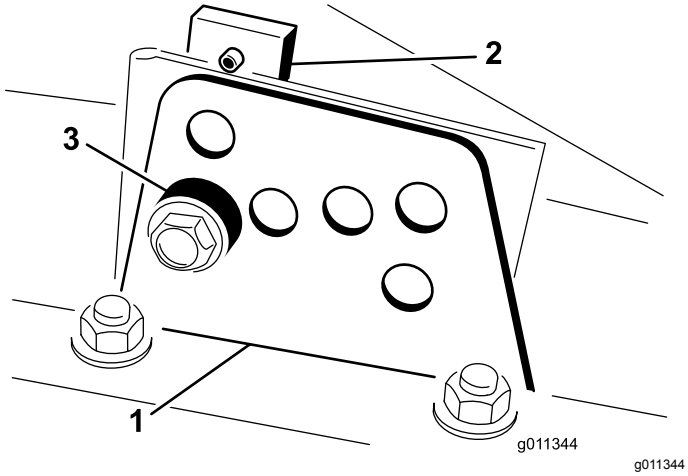

**Figur 4**
2. Lossa bulten som fäster klipphöjdsfästet på klipphöjdsplattan (längst fram och på vardera sida) (Figur 4).
4. Ta bort distansbrickan samtidigt som du stöttar kammaren (Figur 4)